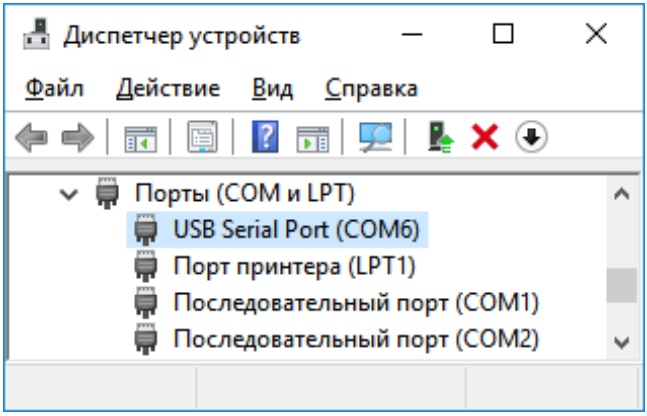

Рисунок 3 — Модем подключен к COM6
10.2.3 Определите номер COM-порта, к которому подключен регистратор в «Диспетчере устройств» (см. рисунок 3).